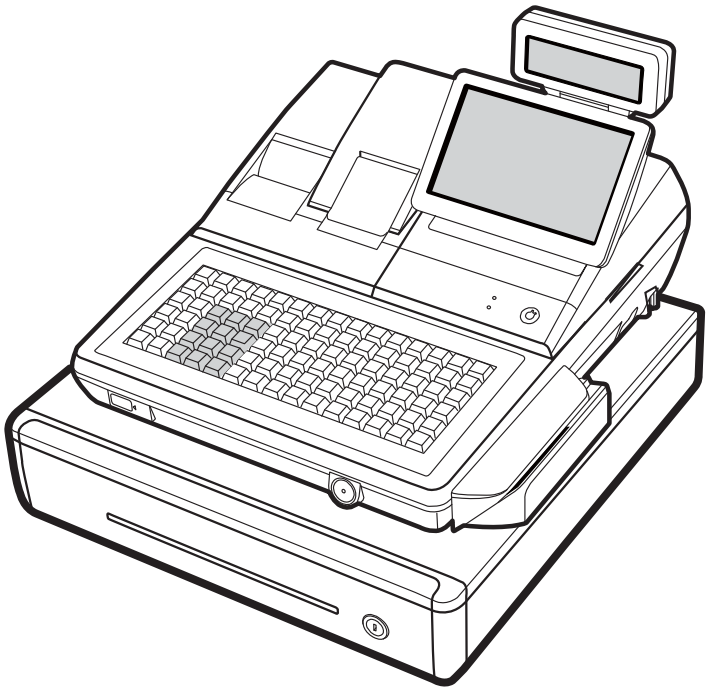

Figure 3-6 MSR Installation (3)
1. Figure 3-6 shows the MSR Assembly is in position